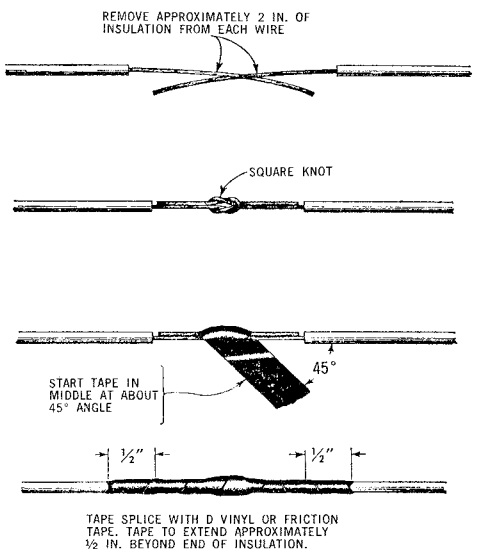

Fig. 7 – Splicing Wire
4.06 Broken cords shall be spliced as illustrated in Fig. 7 and explained: